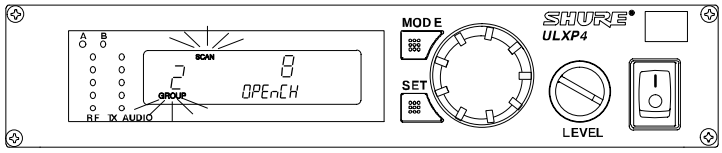

FIGURA 39
3. Al termine dell'analisi, sul display appare il gruppo con il maggior numero di canali disponibili, come illustrato in Figura 39.